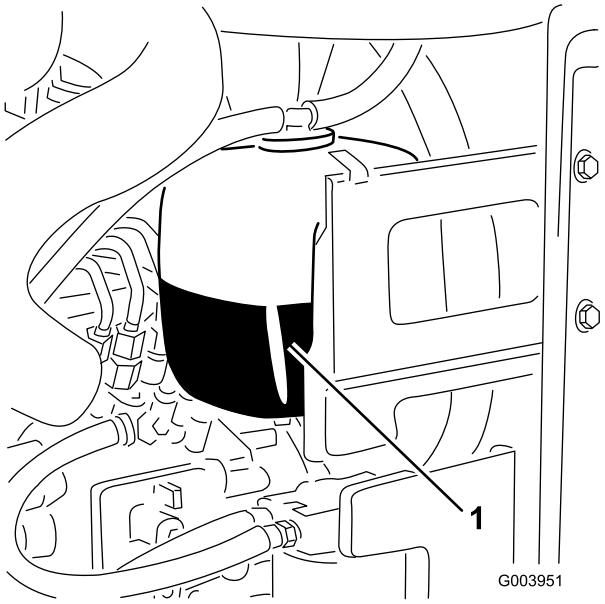

Figuur 30
1. Controleer het koelvloeistofpeil in de expansietank (Figuur 30).